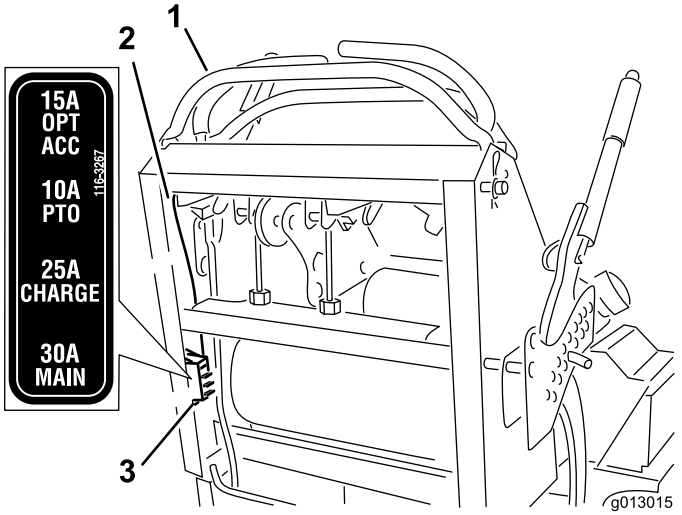

Figure 54
2. Tirez le fusible pour le sortir et le remplacer (Figure 54).